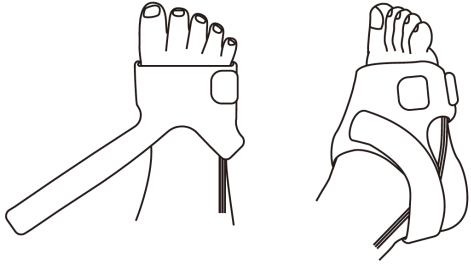

Figura 3.1.8
3. Utilizar la banda para el tobillo para sujetar el cable del sensor al tobillo o a la pierna (ver la figura 3.1.8). No apretar demasiado.